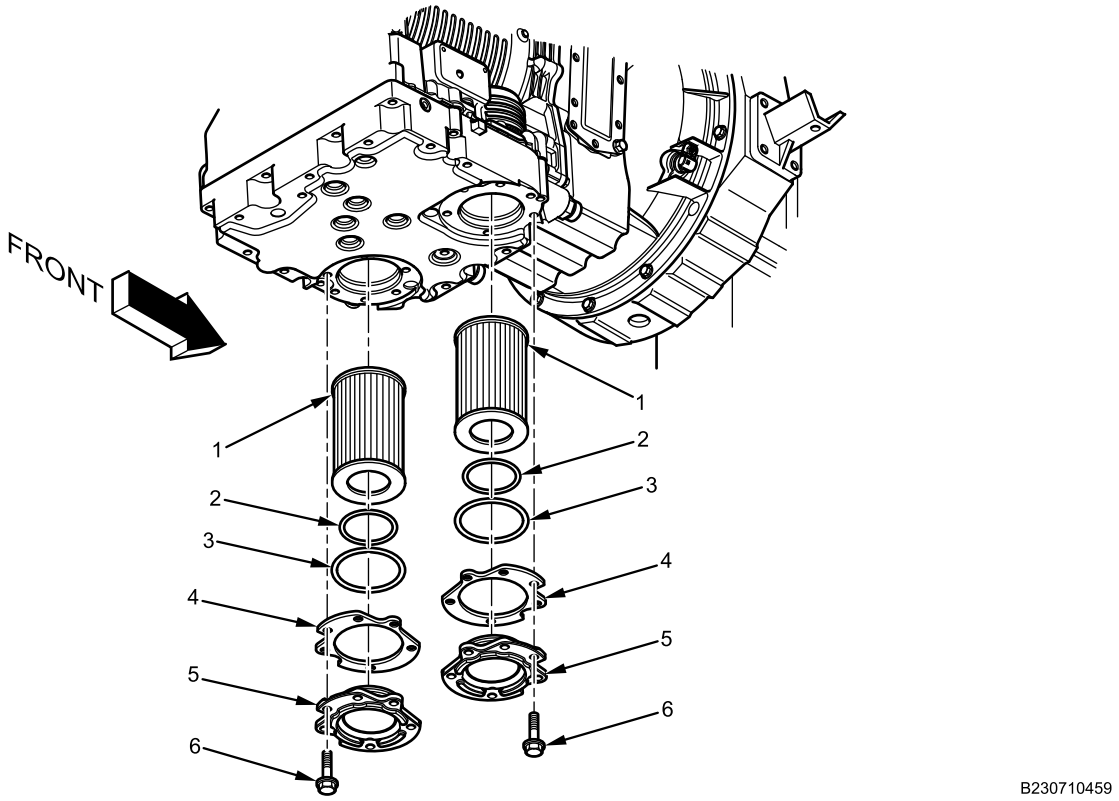

Figure 2. Filter and Seals.
5. Remove six bolts (Figure 2, Item 6), cover (Figure 2, Item 5), gasket (Figure 2, Item 4), seals (Figure 2, Item 2 and 3), and filter (Figure 2, Item 1).
6. Separate filter (Figure 2, Item 1) from cover (Figure 2, Item 5). Discard filter, gasket, and seals.